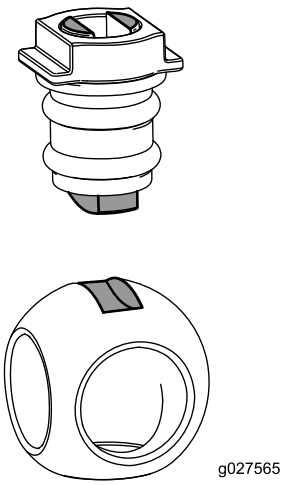

Figur 125
6. Indsæt kuglen i ventilhuset (Figur 125).
Bemærk: Ventilspindelen skal passe i kugledrevsåbningen. Hvis ventilspindelen ikke passer, justeres kuglens placering (Figur 125).